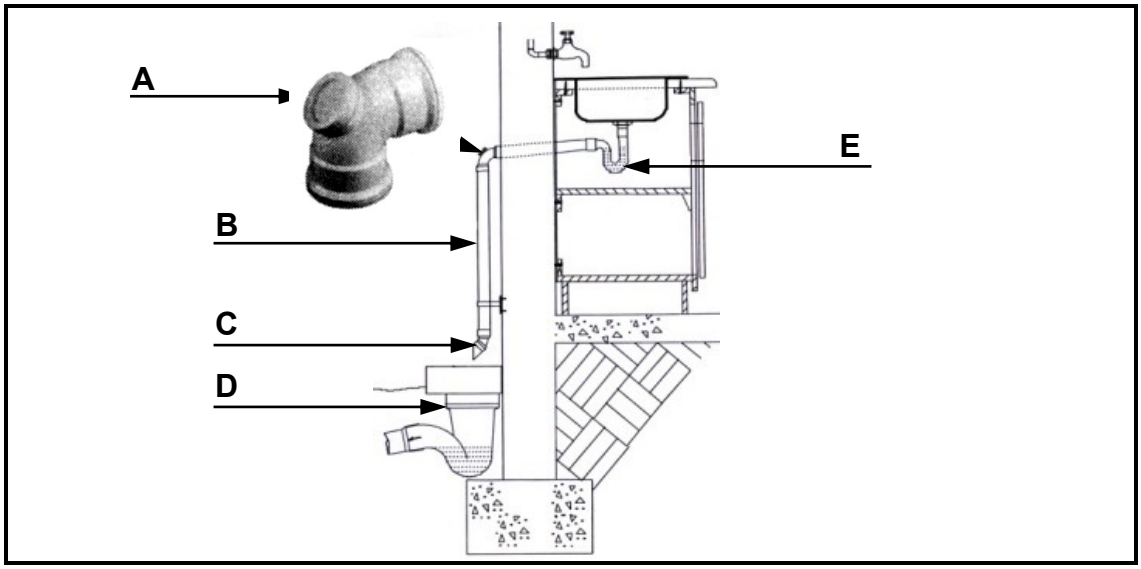

FIGURE 5.2
5.2 Answer the following questions with regard to the sink installation in FIGURE 5.2.